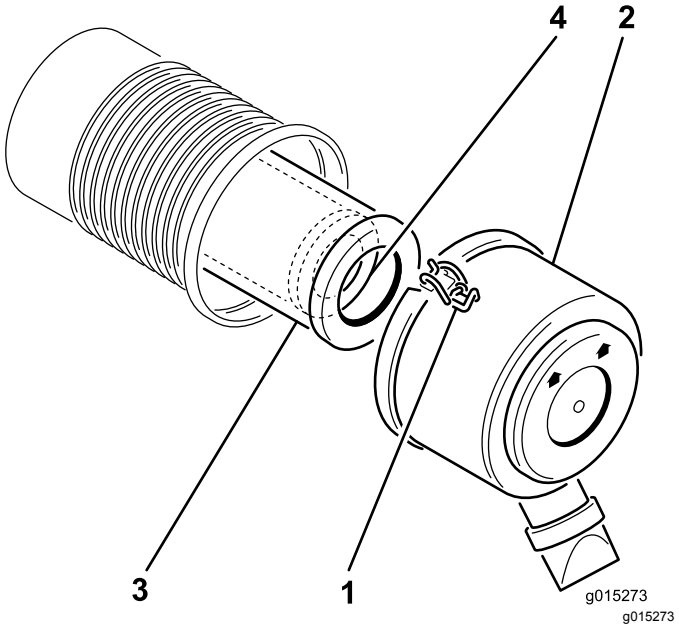

**Figur 14**
2. Lossa spärrarna som fäster luftrenarkåpan vid luftrenaren. Lossa kåpan från luftrenaren (Figur 14).
4. Dra försiktigt ut huvudfiltret ur luftrenarhuset (Figur 14).
2. Skjut försiktigt in filtret i filterhuset när du byter säkerhetsfilter (Figur 14).
3. Skjut försiktigt in huvudfiltret över säkerhetsfiltret (Figur 14).
5. Sätt tillbaka luftrenarkåpan med sidan med markeringen up vänd uppåt, och fäst spärrhakarna (Figur 14).